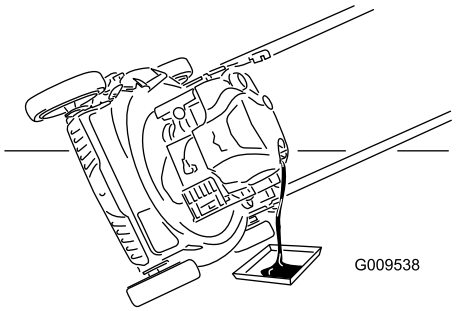

Figur 19
3. Tip plæneklipperen over på siden med luftfilteret opad, så olien kan løbe ud gennem oliepåfyldningsrøret (Figur 19).